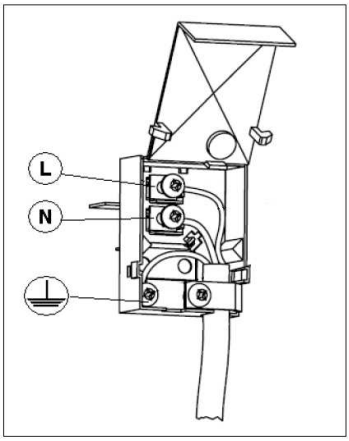

Рис. 5.
4. Закройте крышку клеммной коробки. См. **рис. 5** выше.